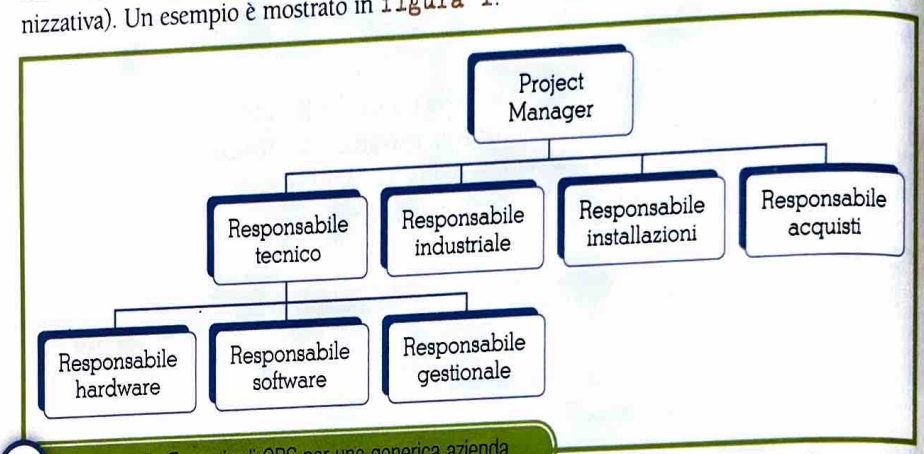

figura 1 Esempio di OBS per una generica azienda
Tuttavia, la semplice lista di tutti i work package (WP) che dovranno essere realizzati durante la fase d'implementazione del progetto non può considerarsi di per sé sufficiente, se non si provvede a individuare, per ciascuna di esse, l'ente aziendale responsabile a livello operativo dell'effettiva esecuzione dell'attività. Tale operazione può essere compiuta riferendosi al preesistente organigramma aziendale oppure definendo, di volta in volta, un'apposita struttura di progetto. In entrambi i casi, comunque, l'ente al quale viene demandata la responsabilità esecutiva di ogni attività presente nel progetto viene individuato attraverso una struttura denominata **OBS** (**Organizational Breakdown Structure**, struttura di scomposizione organizzativa). Un esempio è mostrato in figura 1.